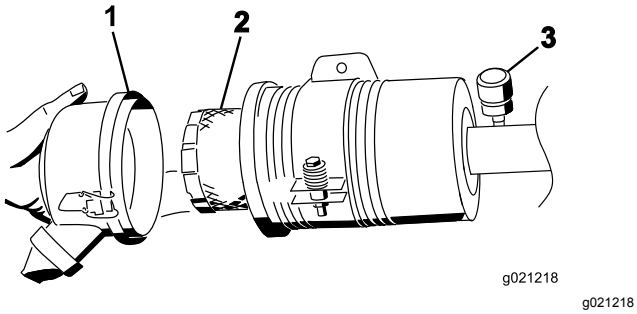

Figuur 73
4. Verwijder en vervang het filter (Figuur 73).